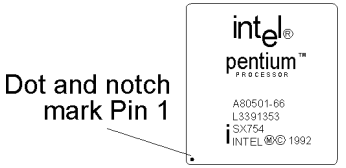

**Figure 2-2 The markings on top of a CPU**
1. Locate a small dot marked on the top surface of the CPU close to one if it's corners. The same corner will also be cut off, leaving a noticeable notch in the CPU's corner. These markings indicate Pin 1 of the CPU. See Figure 2-2.